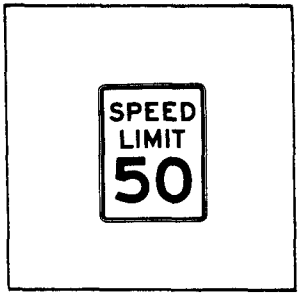

FIGURE 8
c. Speed Limit Signs. Speed limit signs are white rectangular signs with black letters and numerals indicating speed limits (Figure 8). The stated limit is the highest speed considered safe under normal traffic conditions when the roadway is dry. This speed should be reduced at night, when traffic is heavy, and during bad weather. Never exceed the posted maximum speed limits. Reduce speed signs may